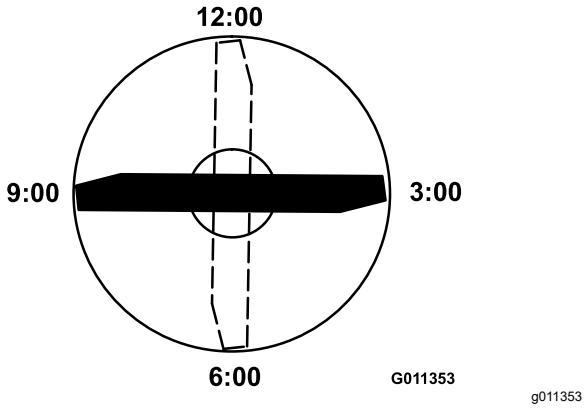

Figur 122
4. Plasser kniveggen på den merkede enden av kniven i stillingen tilsvarende klokken 12 (rett foran i klipperetningen) (Figur 122) og mål høyden fra bordet til kniveggen.
5. Roter den merkede enden av kniven til stillingene tilsvarende klokken 3 og 9 (Figur 122) og mål høydene.